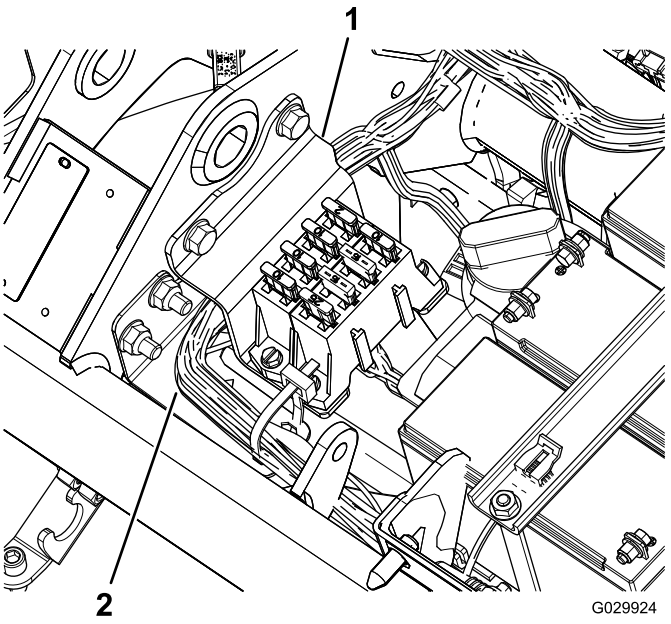

Рисунок 9
22. Установите блок предохранителей, проложив жгут позади кронштейна (Рисунок 9).